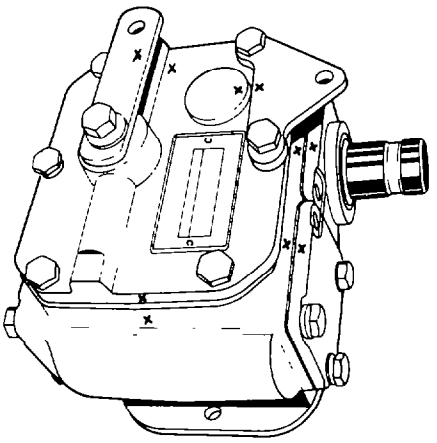

Fig. 399 — Match Marking Housing and Covers
d. Match mark or number the bearing cover plates, the selector lever, the selector cover and the cable bracket to the housing for correct positioning at reassembly (see fig. 399).